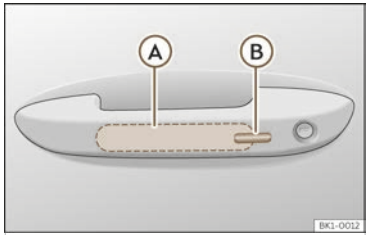

Fig. 77 Door handle: sensor surfaces.
- Touch the sensor surface on the inside of the handle ››› Fig. 77 Ⓐ. All turn signals flash *twice*.
- Touch the sensor surface Ⓑ ››› Fig. 77 on the outside of the door handle. All turn signals flash once.
- Within 5 seconds, touch the sensor on the outside of the door handle once ››› Fig. 77 Ⓑ. Do not grip the handle while doing so. This temporarily deactivates the Keyless Access system.
To close all the power windows and the sunroof using the **comfort function**, keep a finger for a few seconds on the locking sensor surface >>> Fig. 77 Ⓑ of the door handle until the windows and roof have closed.